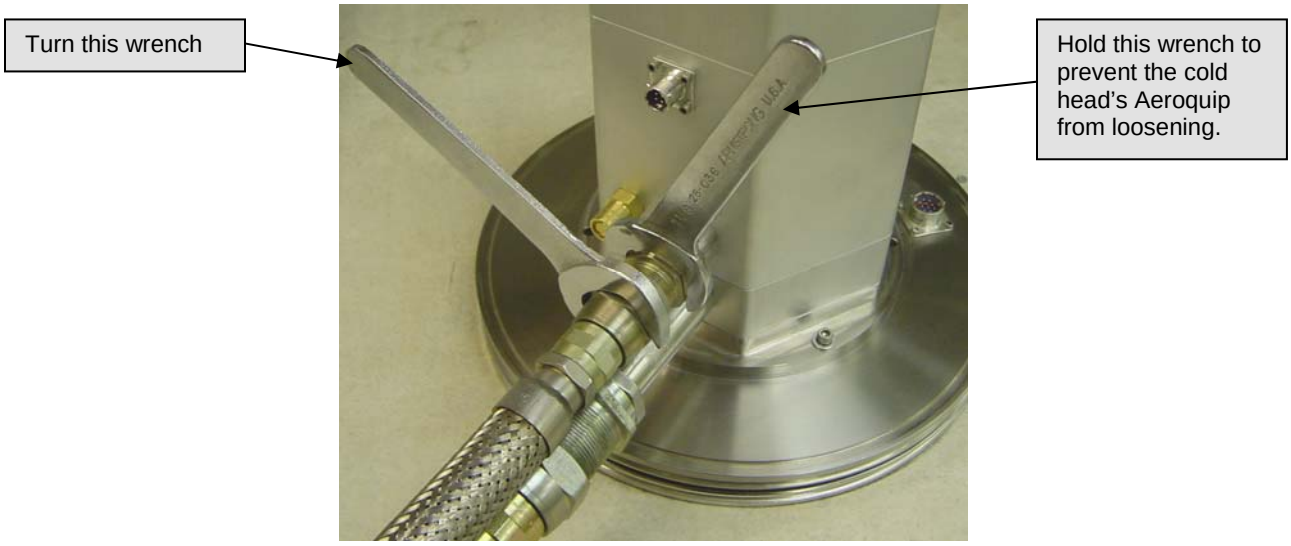

Figure 7-3: Disconnecting flex lines from a cold head
10) Disconnect the Aeroquips® on the high and low pressure fittings on the cold head by turning the flexible line's Aeroquip® counter-clockwise with one wrench while holding the cold head's Aeroquip® with the other wrench. See Figure 7-3.